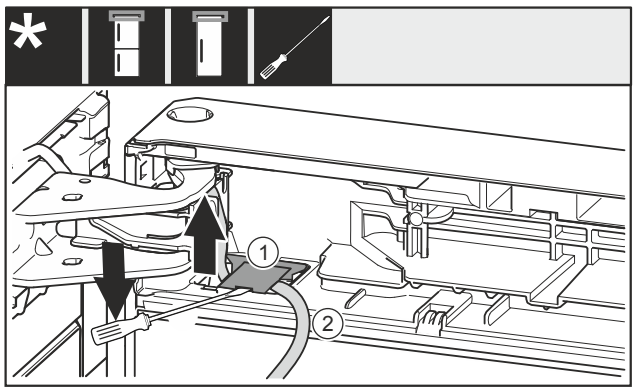

Fig. 26
▶ Paceliet ar plakano skrūvgriezi pārsegu *Fig. 26 (1)* un izvelciet.
▶ Izvelciet kabeli *Fig. 26 (2)*.